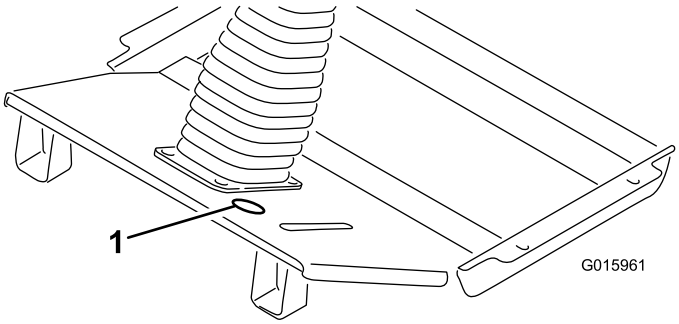

Bild 3
1. Entfernen Sie die Blende zwischen dem Bremspedal und der Lenksäule in der Bodenplatte (Bild 3). Wenn die Bodenplatte keine Blende hat, machen Sie mit dem nächsten Schritt weiter, der die Bohranweisungen enthält.